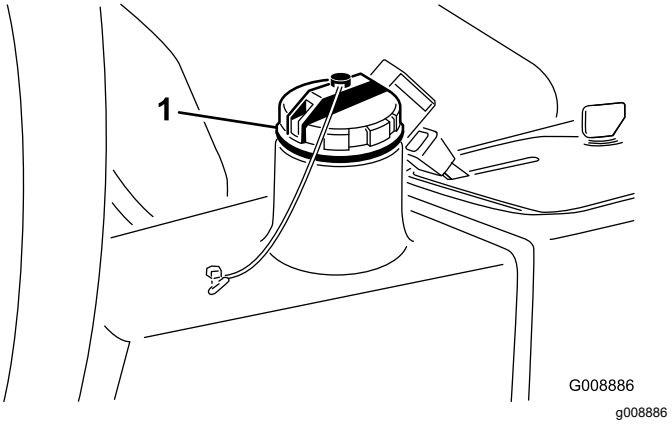

Figuur 82
4. Vul het reservoir (Figuur 82) met ongeveer 22,7 liter hydraulische vloeistof; zie Specificaties hydraulische vloeistof (bladz. 56).